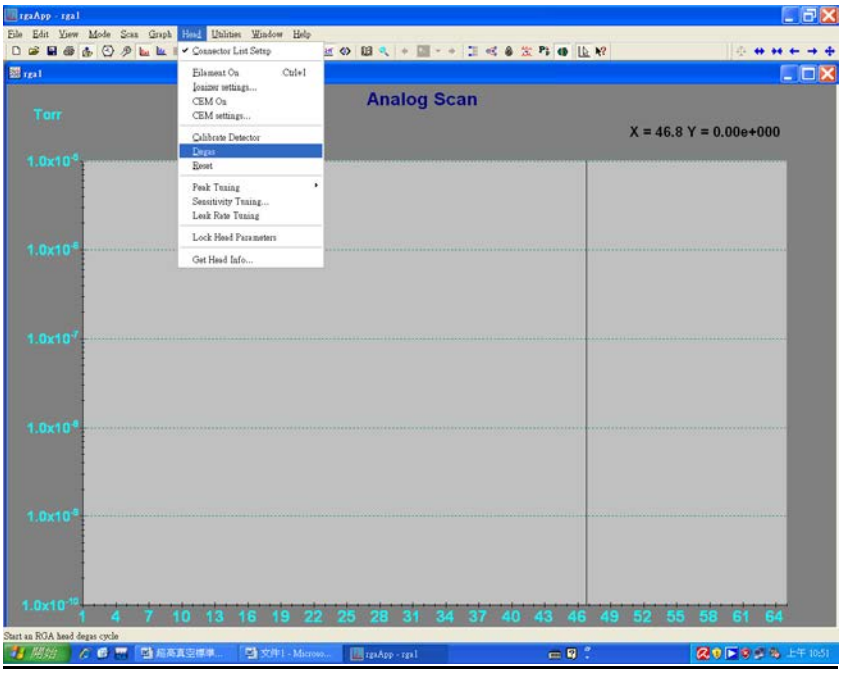
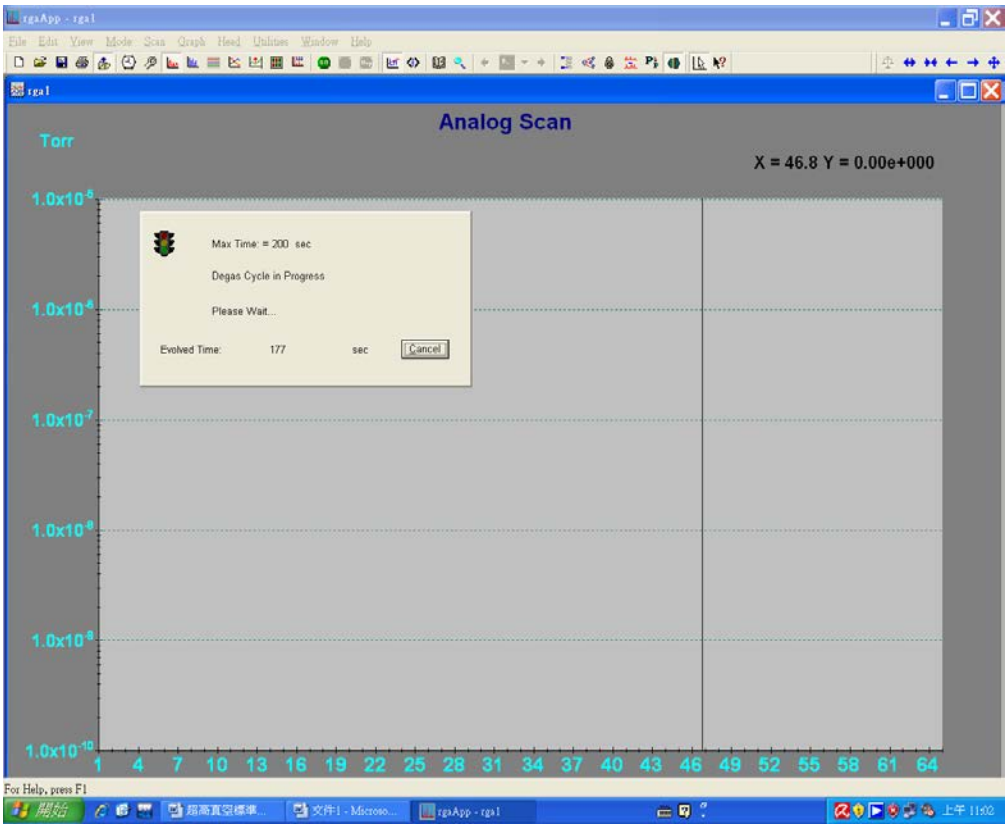

Figure 6. Degas 操作方式
Figure 7. Degas Cycle in Progress
3. 進行 Degas 步驟 (壓力須在 10^{-6} torr 下進行，以防燈絲損壞)，點選軟體介面上 Head 選項中的 Degas (如 Figure 6 所示)，此時 Ion Gauge 顯示的壓力值會明顯上升，當 Degas 完畢後，Figure 7 中的小視窗會自行關閉。